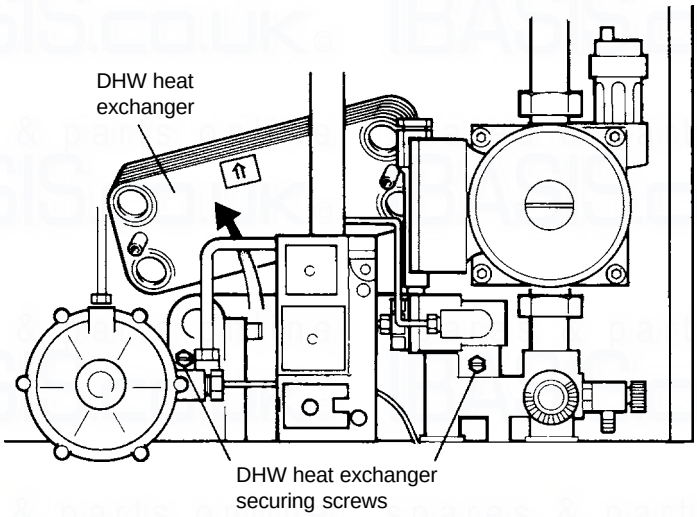

Fig. 34
8.32 DHW HEAT EXCHANGER - Refer to Fig. 34